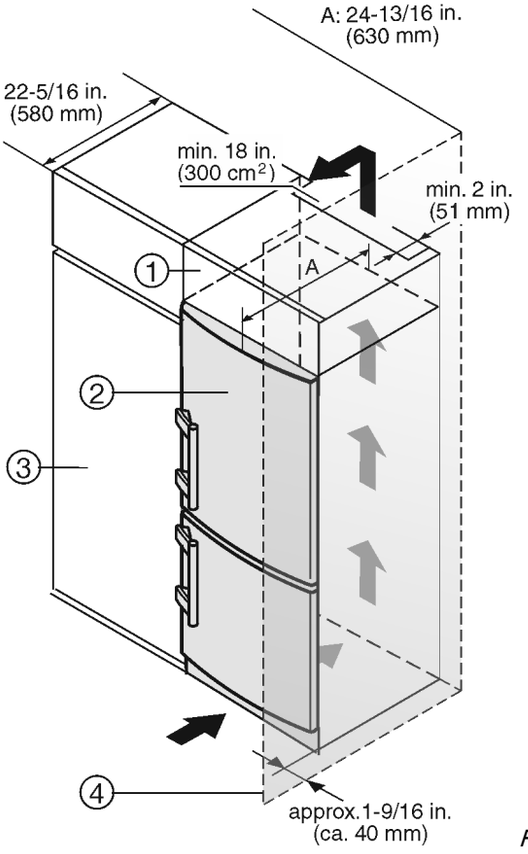

*Fig. 33*
El aparato se puede rodear de muebles de cocina. Para adaptar el aparato *Fig. 33 (2)* a la altura del mueble de la cocina se puede colocar sobre el aparato un armario superior *Fig. 33 (1)*adecuado y acorde con el mobiliario.
Si la cocina posee armarios (profundidad máx. 22-5/16 " (580 mm)), el aparato se puede colocar directamente junto al armario de cocina *Fig. 33 (3)*. La puerta del aparato sobresale (34 mm) por los lados y (50 mm) en el centro del aparato respecto al frente del armario de cocina. Por tanto, se puede abrir y cerrar sin problemas.
Si el aparato se instala con las bisagras junto a una pared *Fig. 33 (4)*, la distancia entre el aparato y la pared debe ser de como mínimo 1-9/16 " (40 mm). Esto equivale al saliente del tirador con la puerta abierta.